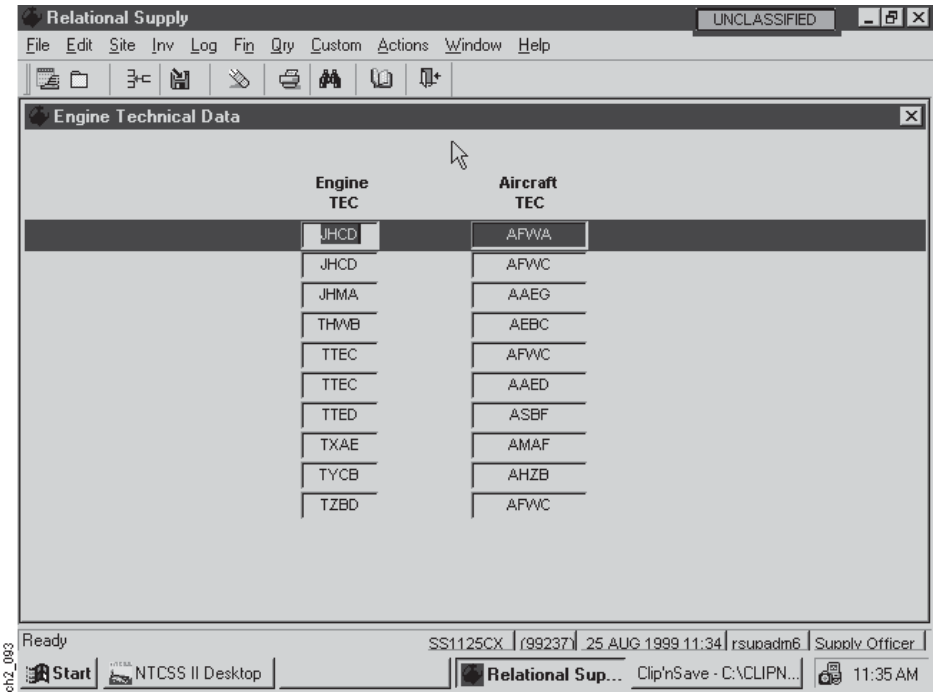

Figure 2-114
(1) Step 1. On the Engine Technical Data Screen above (Figure 2-114), scroll through the list to find the record that you wish to process or select the Find Option from the Icon Menu Bar and then enter your search criteria.
(2) Step 2. Once you locate the record that you wish to modify, proceed as follows;